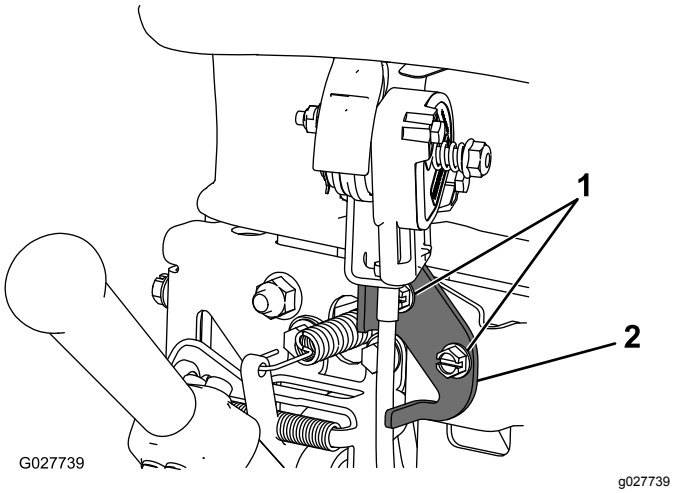

Figuur 33
2. Maak de 2 bevestigingen los waarmee de gashendel bevestigd is (Figuur 33).